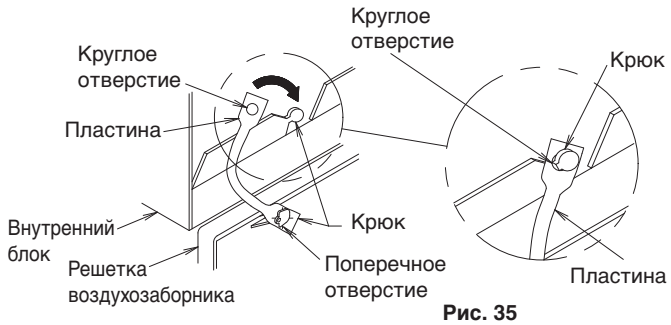

Рис. 35
- При установке решетки воздухозаборника навесьте трос решетки воздухозаборника на подвешенную часть внутреннего блока, показанную на **рис. 35**.